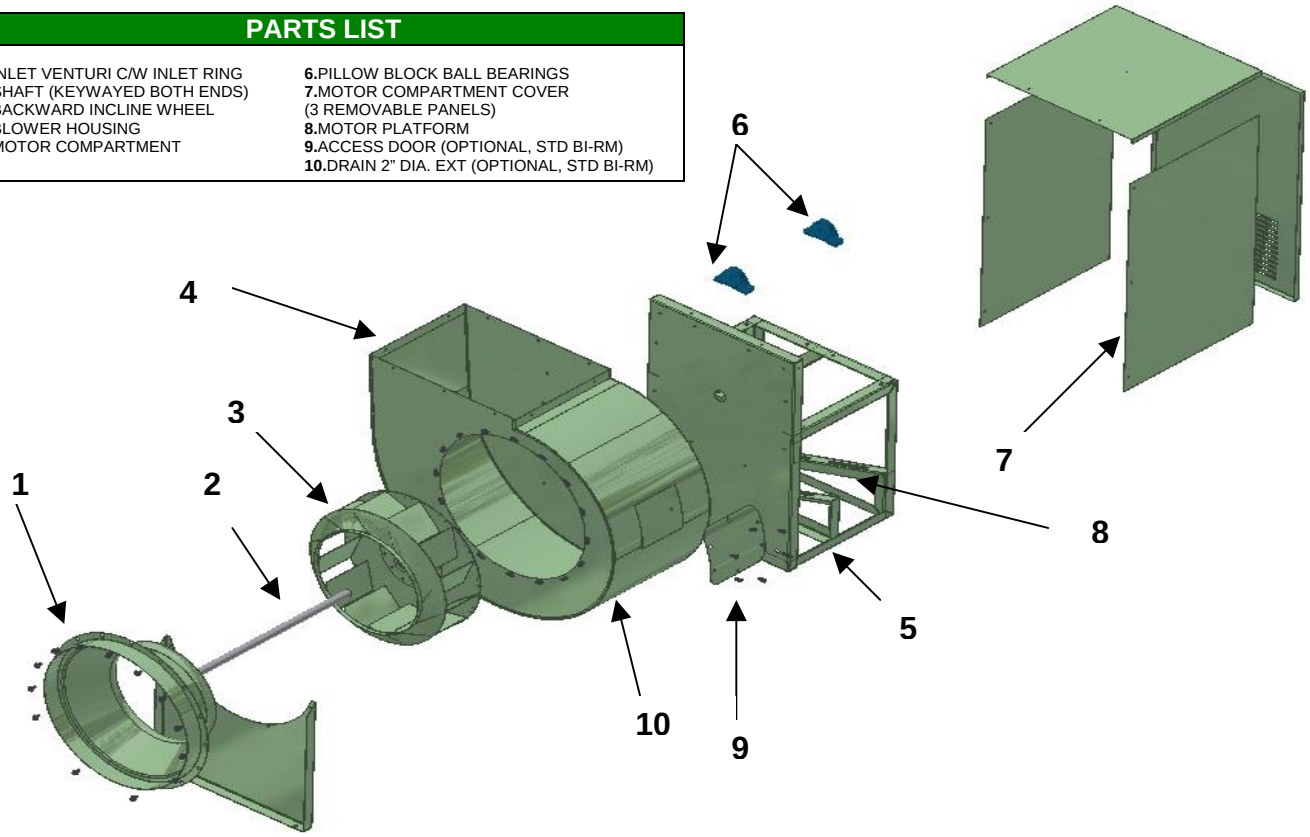

Figure 3: Exploded view
7. Should further service to the blower be necessary, refer to the exploded view illustration (Figure 3).